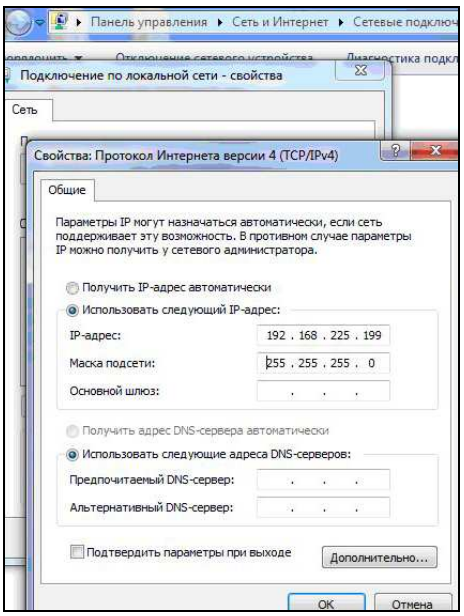

Рис.6. Окно «Свойства: Протокола Интернета версии 4 (TCP/IPv4)»
2.3.3.3 В открывшемся окне Свойства: Протокол Интернета версии 4 (Рис. 6) активизируйте строчки: